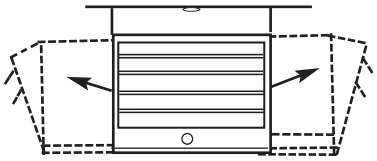

Figure 8
1. Tournez l'appareil. S'il a été installé avec un seul tire-fond, comme montré sur la Figure 8, tournez simplement tout le radiateur selon le besoin pour ajuster la direction du flux d'air.